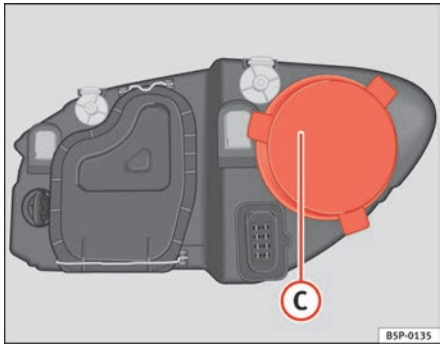

Fig. 181 Main beam headlights
– Remove the cover ⇒ fig. 181 (C) by pulling on this.